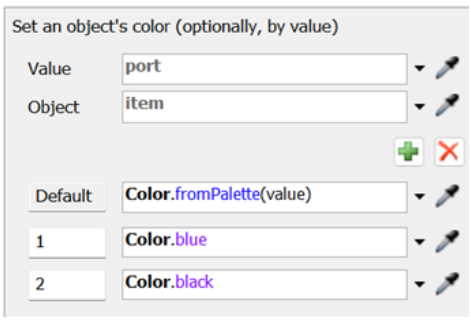

Figure 5c: On Exit Trigger in QC Object
**Q11d.** Figure 5c shows the settings of the 'On Exit' trigger for the QC object. Explain what this trigger does.